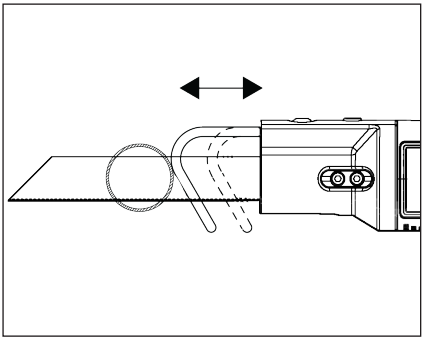

Figure 5: Blade Guide Adjustment
6. Tighten the front-most set screw to 15-20 in-lbs. If you are using the PTRS1000 with a 6" blade, this set screw must align with the hole in the saw blade. (fig 5)